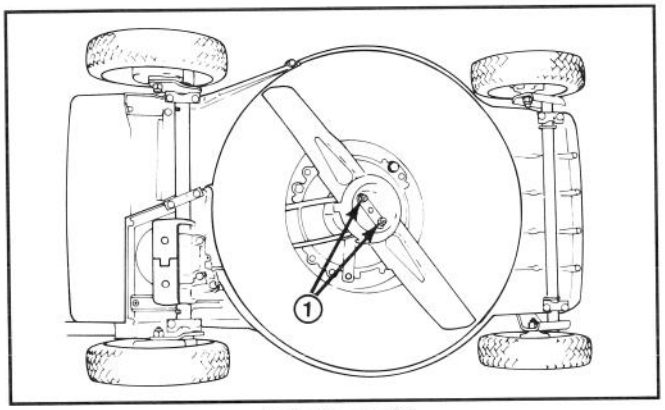

Abbildung 23
3. Den Mäher auf die linke Seite kippen (Abb. 23). Das Messer nicht drehen, da es sonst Startprobleme geben könnte.
5. ENTFERNEN DES MESSERS—Das Endstück des Mähmessers mit einem Lappen oder einem dicken Handschuh anfassen. Entfernen Sie 2 Gegenmuttern, 2 Unterlegscheiben, Schutzpfanne und Messer (Abb. 23 & 25).